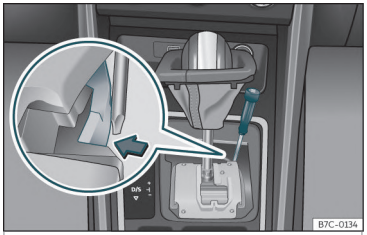

Fig. 145 Maneta selectorului de viteze: deblocarea manuală din poziția parcare.
- Utilizând o șurubelniță cu capul plat, țineți apăsată în lateral clema galbenă››› **fig. 145**.